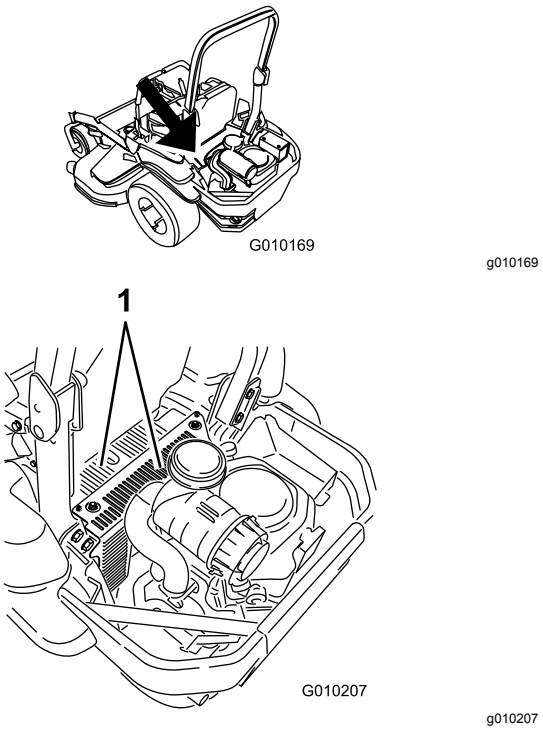

**Figuur 80**
5. Verwijder vuil en gras van de schermen van de hydraulische eenheid (Figuur 80).